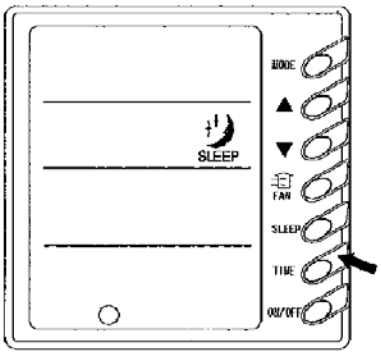

Abb. 5
4) SCHLAF-Modus anwählen (Abb. 5)